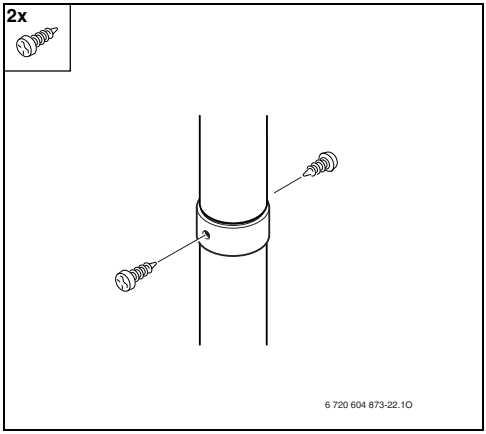

Рис. 32
►Закрепите соединение винтами из комплекта поставки (Рис. 32).